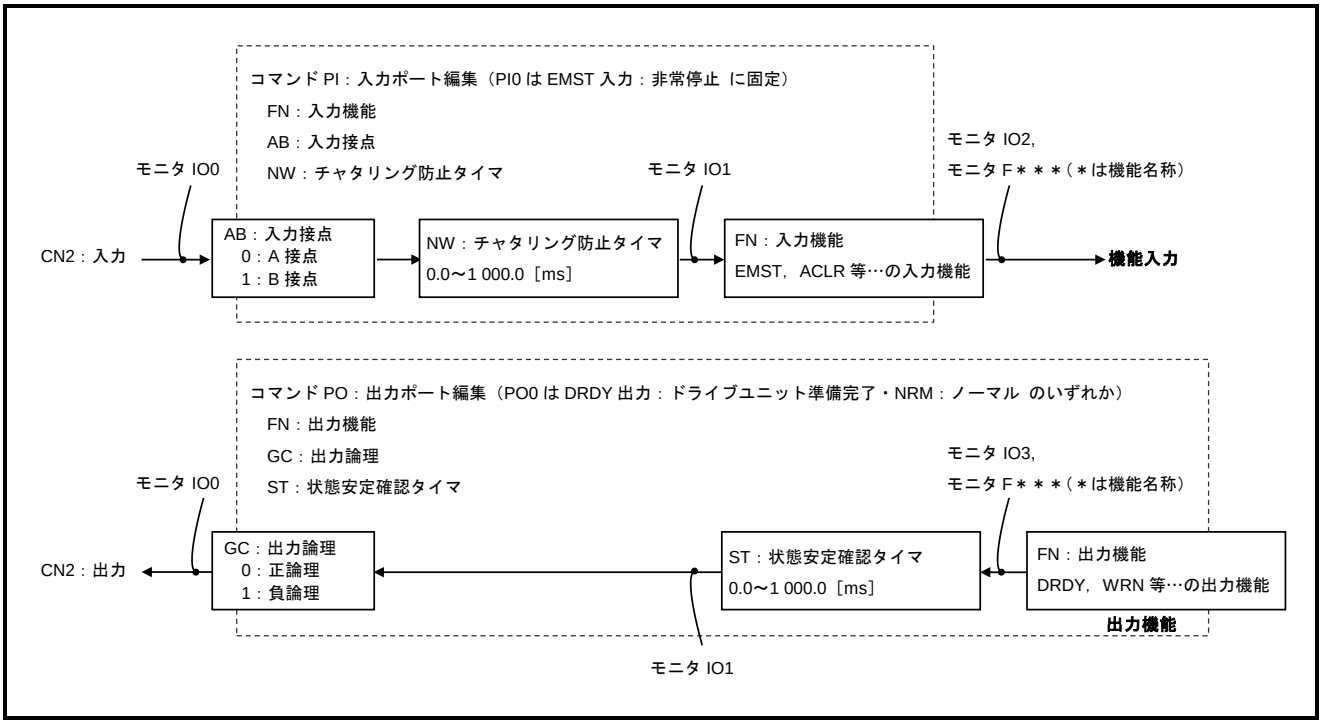

図 7-23：制御入出力の機能構成と状態のモニタ
- ドライブユニットの制御入出力機能とモニタ IO の関係は「図 7-23：制御入出力の機能構成と状態のモニタ」のようになります.